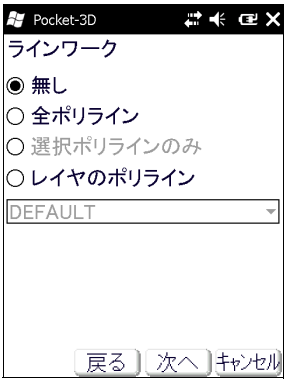

図 3-18. ラインワーク画面
2. ラインワーク画面では、次の項目から 1 つ選択し、**【次へ】**をタップします（図 3-18）。